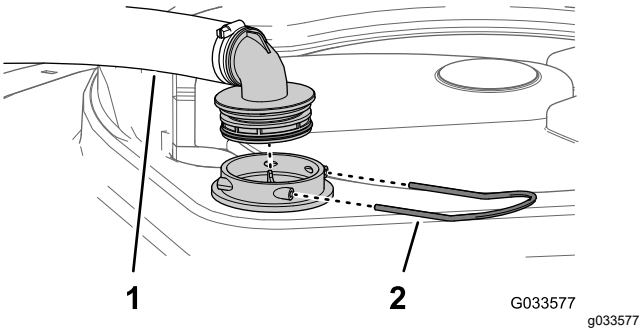

Figuur 109
2. Verwijder bovenaan de spuittank de borgclip waarmee de slangfitting bevestigd is aan de grote slang van de behuizing van de zuigkorf (Figuur 109).
3. Verwijder de slang en de slangfitting van de behuizing van de zuigkorf (Figuur 109).